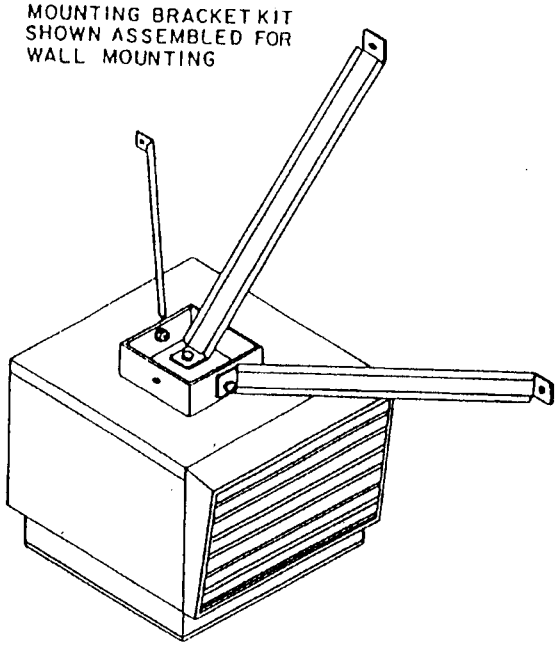

FIG. 4
2. For Ceiling Mounted Heaters: Insert bolt with lockwasher through hole in bottom of bracket mounting base and tighten bolt into the threaded mounting hole provided in the top of the heater (Fig. 4).